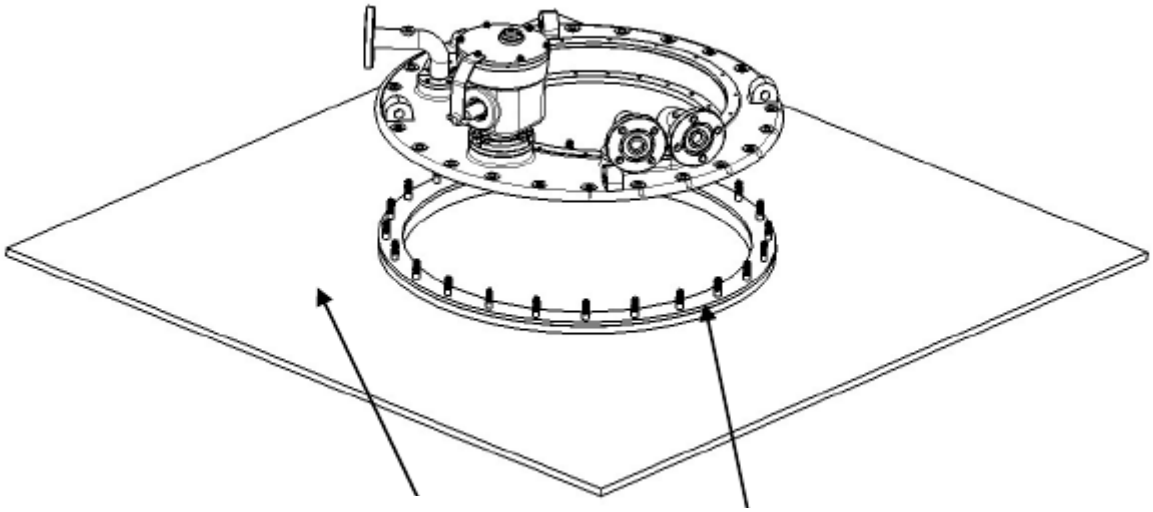

Рис. 16
3. Перед установкой монтажного фланца механизма переключения очистите его уплотнительную поверхность. На монтажный фланец трансформатора установите маслостойкую прокладку, а затем закрепите на нём монтажный фланец механизма переключения. (24 болта М10, момент затяжки 100-110 Н*м) (см. рис. 16).
1. Перед установкой фланца головки механизма переключения очистить поверхность соединения. На монтажный фланец трансформатора поставить уплотнительную прокладку, а затем закрепить на нём фланец головки механизма переключения устройства РПН (24 болта М10, момент затяжки 100-110 Н*м) (см. рис. 16).